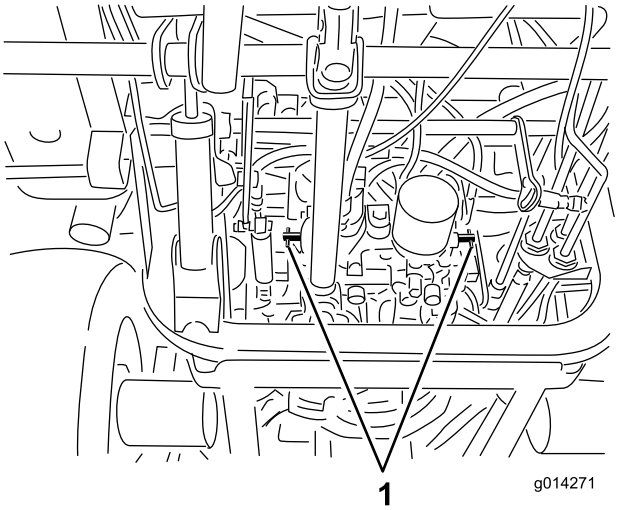

Figura 34
4. Gire las válvulas de desvío una vuelta en el sentido contrario a las agujas del reloj (Figura 34).
Gire cada válvula de desvío una vuelta en el sentido de las agujas del reloj y apriételas a mano (apriete de 8 N-m) aproximadamente) (Figura 34).